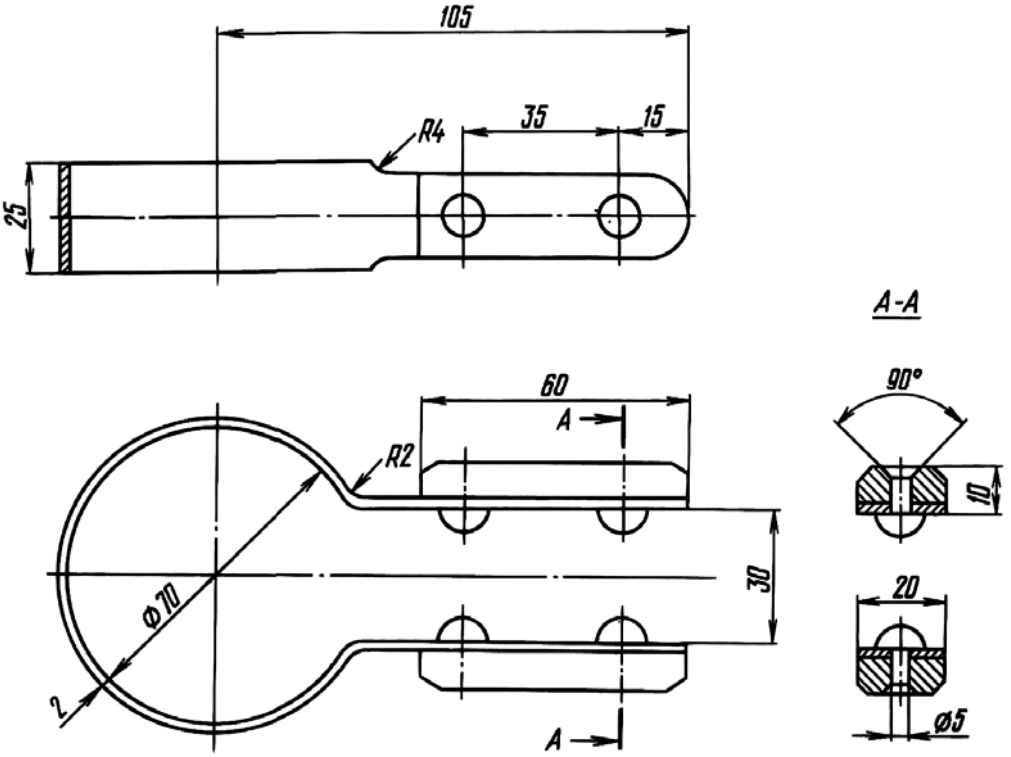

Рис. 65. Приспособление для установки поршня в силовой цилиндр
3. Установить шток в сборе с поршнем и крышкой 25 в цилиндр 41, используя приспособление (рис.65).